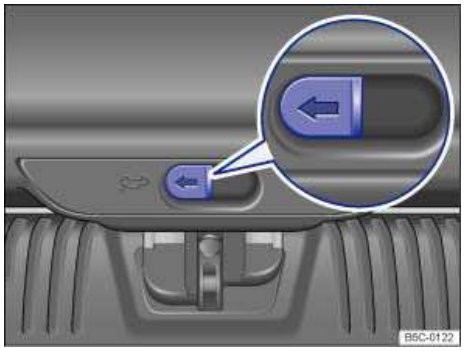

Fig. 154 Inside the luggage compartment: Opening the luggage compartment lid.
- Push the lever in the direction of the arrow ⇒ fig. 154 (magnified view). The luggage compartment lid unlatches. Push the luggage compartment lid to open.